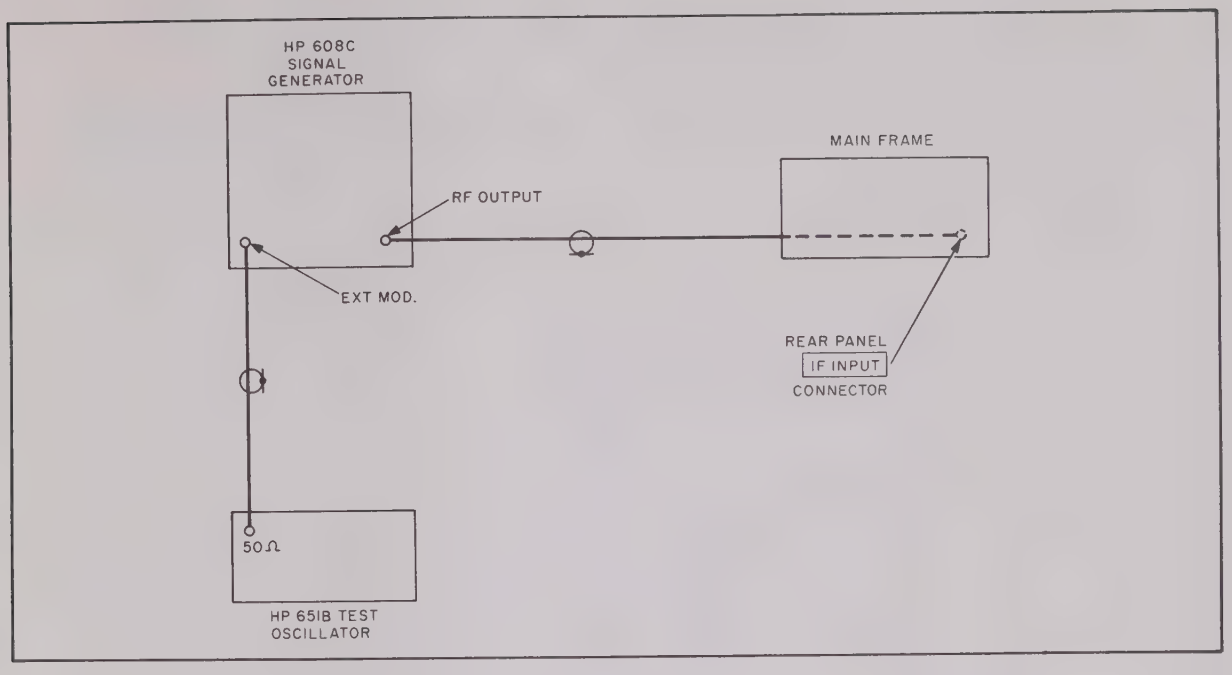

Figure 4-2. Marker Check Test Setup
d. Connect the equipment as illustrated in figure 4-2, with the test oscillator tuned to 400 kHz and adjusted for minimum output level and the signal generator tuned to 160 MHz and adjusted for minimum output level. Set the FREQ DISPERSION switch to .3 MHz/DIV, rotate the FREQ DISPERSION VARIABLE control fully clockwise to CAL, set the MARKER MODULATION switch to OFF and adjust the SIGNAL FREQ POSITION f_0 COARSE and/or FINE control to position the internal marker at the graticule f_0 vertical line. Increase the signal generator output level so that its amplitude is equal to that of the internal marker. Carefully adjust the signal generator frequency until a zero-beat with the internal marker is displayed. (During the remainder of this step	d. Test oscillator frequency is 500 ± 5 kHz.